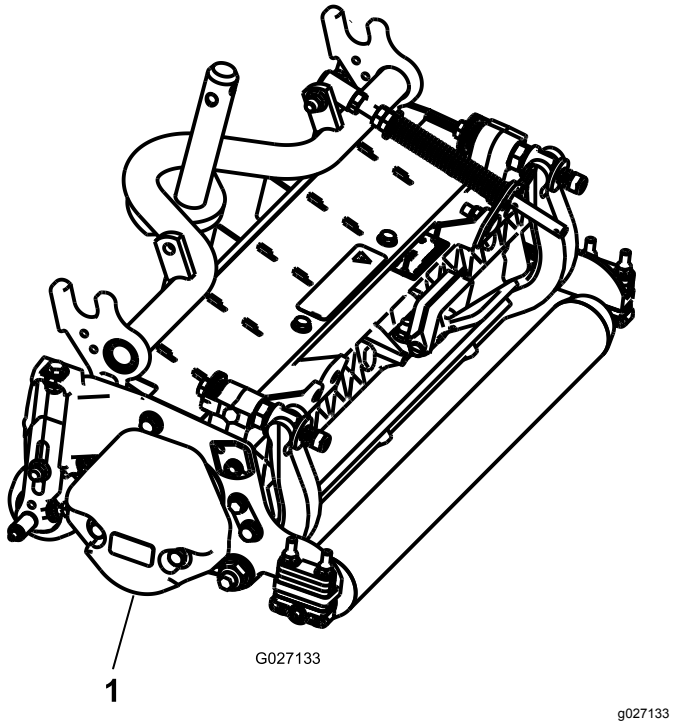

**Figur 4**
3. Kontroller at motvekten (Figur 4) er installert i den korrekte enden av klippeenheten som beskrevet i motvektssettets *Monteringsinstruksjoner*.